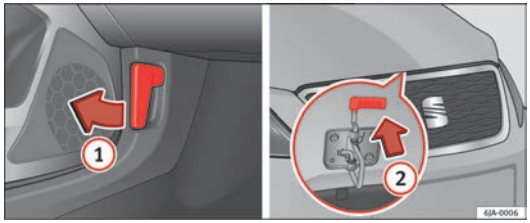

Fig. 116 Releasing bonnet
– Pull the lever (1) ⇒ Fig. 116 under the dash panel in the direction indicated by the arrow.
– Pull the release catch in the direction of the arrow (2) ⇒ Fig. 116 and the bonnet will be released.